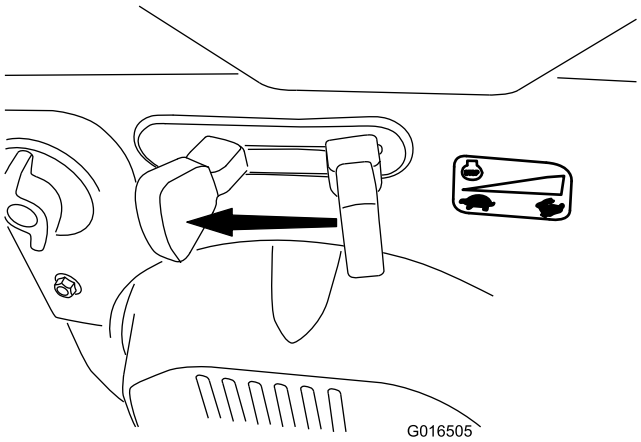

Рисунок 31
1. Для остановки двигателя переведите дроссельную заслонку в положение Slow (Медленно), а затем в положение Stop (Останов) (Рисунок 31). Двигатель также можно остановить, переместив ключ зажигания наружу, в среднее положение.